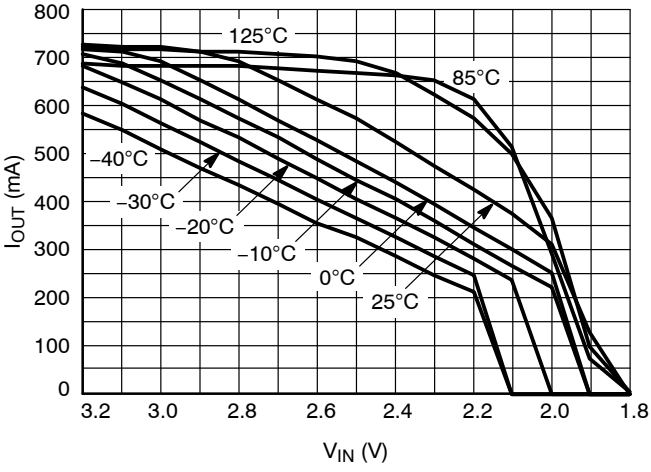

Figure 21. Output Current Capability for the 1.8 V Version
18. For output current capability for T_A < 0 °C, please refer to Figure 21.